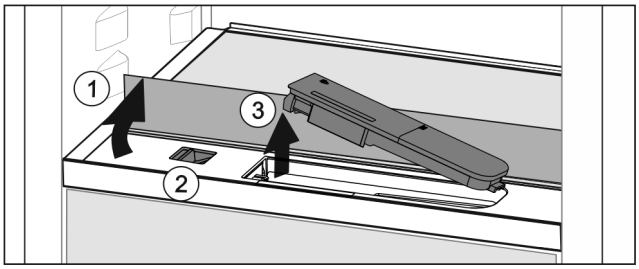

Fig. 43
▶ Lift the glass panel and fold to the back as far as it will go *Fig. 43 (1)*.
▶ Slide the slider *Fig. 43 (2)* to the left.
▶ Remove the water tank *Fig. 43 (3)*.